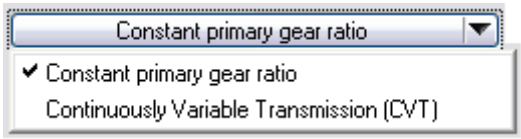

Figure 10. Drop-down options for type of primary gear.
(6) Drop-down list for selecting the type of primary gear (keyword = `OPT_PRIMARY_GEAR`) (Figure 10).